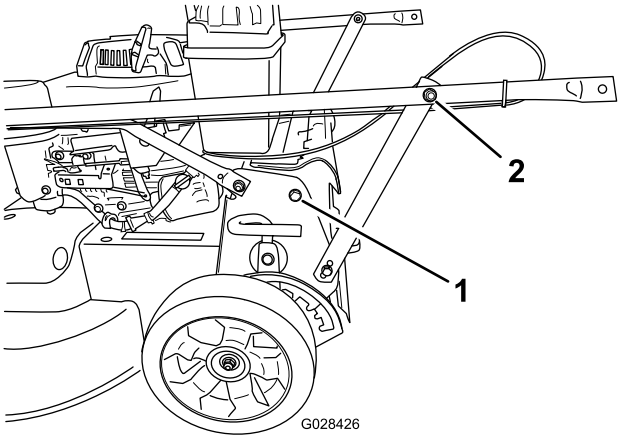

Figura 4
1. Rimuovete i 2 bulloni dal telaio della macchina nella posizione mostrata in Figura 4.